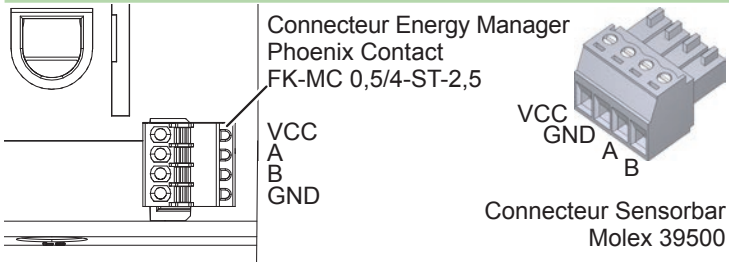

Fig. 4: Câblage des Sensorbars avec l'Energy Manager
► Reliez les connecteurs des Sensorbars et de l'Energy Manager au câble standard 2466C. Fig. 4 montre l'affectation des fils.